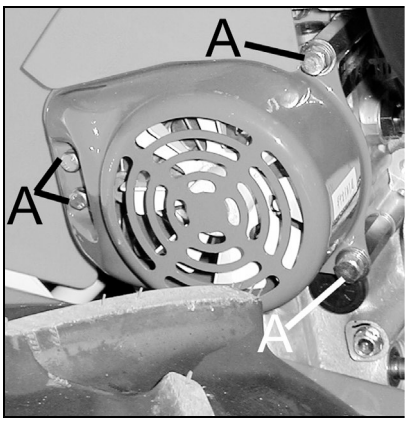

Figure 12
- Déposez en dévissant ses 4 vis, le carter se trouvant sur le bloc de transmission hydrostatique (A, Figure 12).